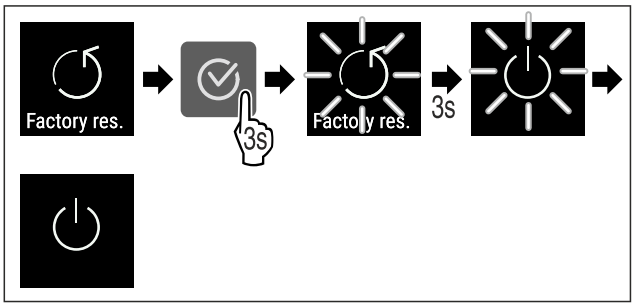

Fig. 102
▶ Suivre les étapes (voir Fig. 102) .